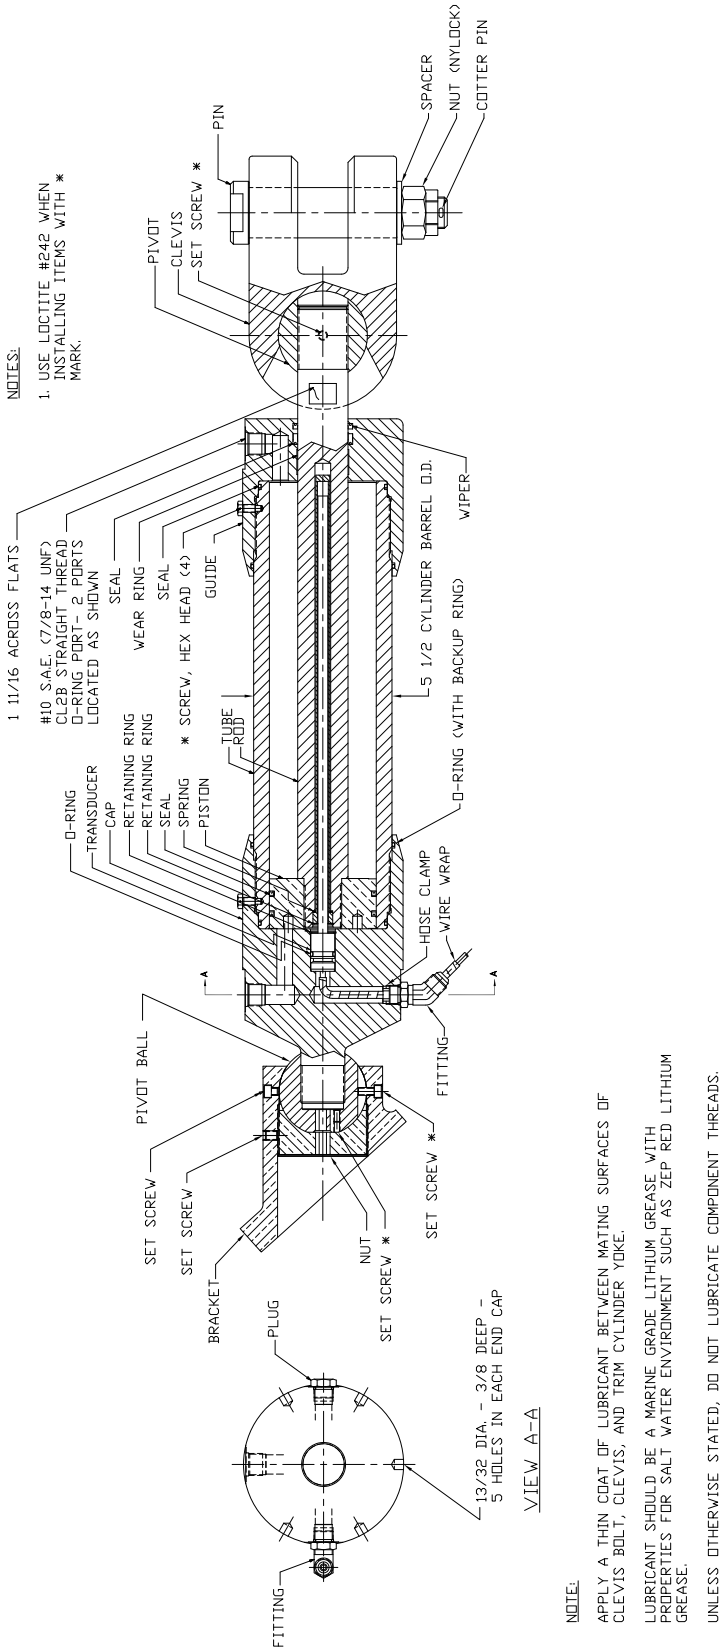

Figure 14. Steering Cylinder
1. Position the drive in the neutral trim position and parallel to the vessel centerline. See **Figure 12**. Attach the steering cylinder clevis to the trim yoke pin with the hardware supplied. See **Figure 14**. Torque nut to 57 N-m (40 ft-lbs).